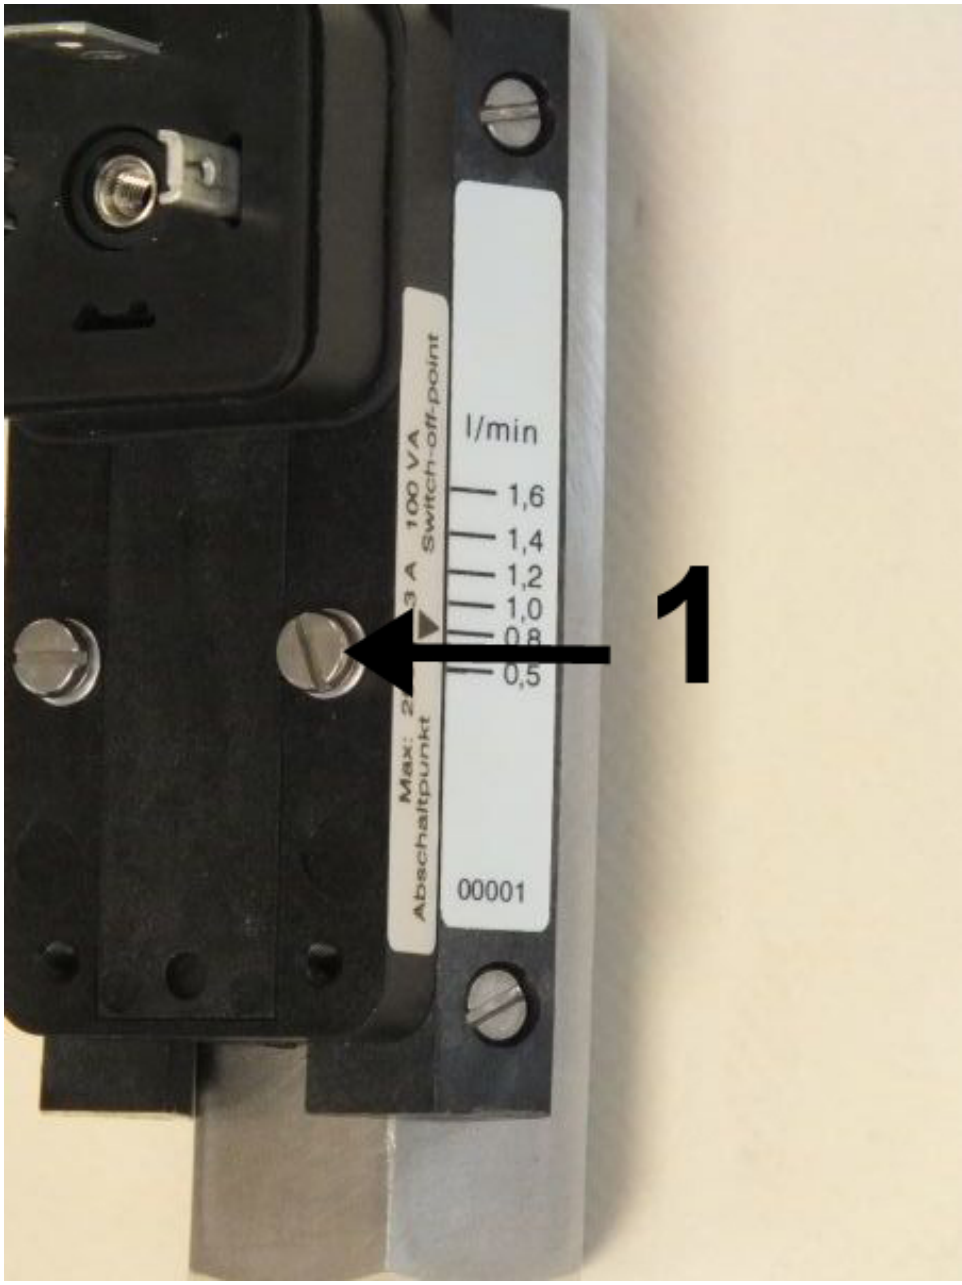

Fig. 36: Loosen set screws
1. Loosen the set screws of the switch contact (*Fig. 36*/1) using a flat-bladed screwdriver.
3. Re-tighten the set screws of the switch contact (*Fig. 36*/1) using a flat-bladed screwdriver. Observe the correct tightening torque of the screws.